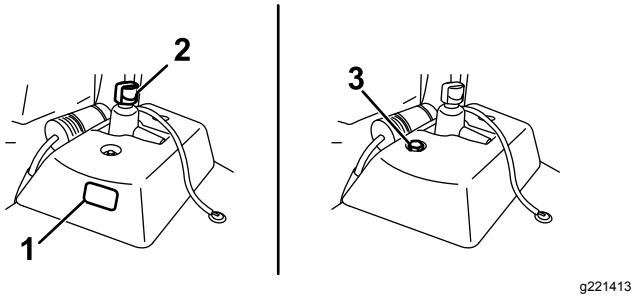

Figur 55
- Hvis reservehydrauliktanken har er et sigtglas, skal du kontrollere oliestanden der (Figur 55) og forsætte til trin 5.
- Hvis reservehydrauliktanken ikke har et sigtglas, skal du finde målepinden på toppen af maskinen (Figur 55) og forsætte til trin 3.